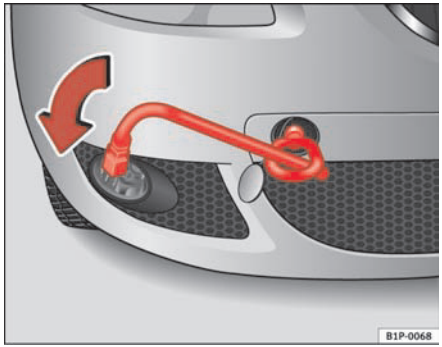
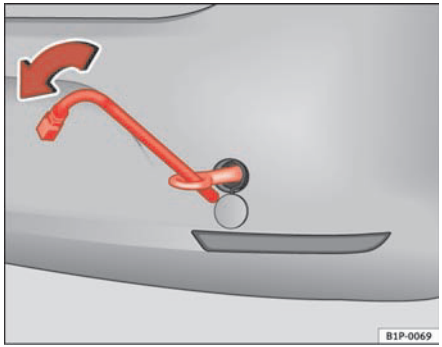

Fig. 174 The front right section of the vehicle: Fitting the front towing eye
Fig. 175 Fitting the towing ring to the rear of the vehicle
– Screw the towing ring as shown by arrow *anti-clockwise* to the limit position in the front ⇒ page 243, fig. 174 or rear ⇒ page 243, fig. 175 threaded hole.